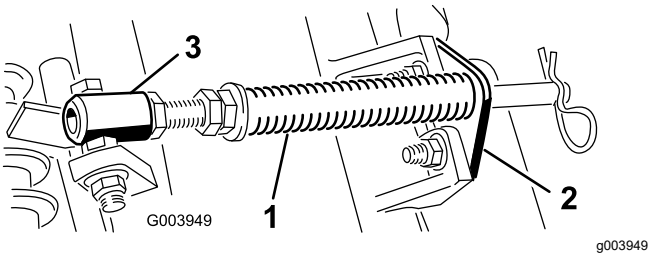

Figur 10
A. Fjern de to bræddebolte og møtrikker, der fastgør stangbeslaget på klippeenhedens tapper (Figur 10).
B. Fjern den flangemøtrik, som fastgør fjederrørets bolt på bærerammens tap (Figur 10).